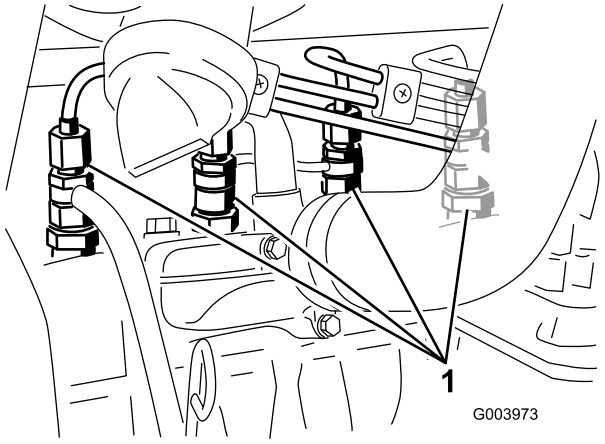

Figuur 56
1. Draai de leidingconnector naar spuitmond nr. 1 en de houder los (Figuur 56).